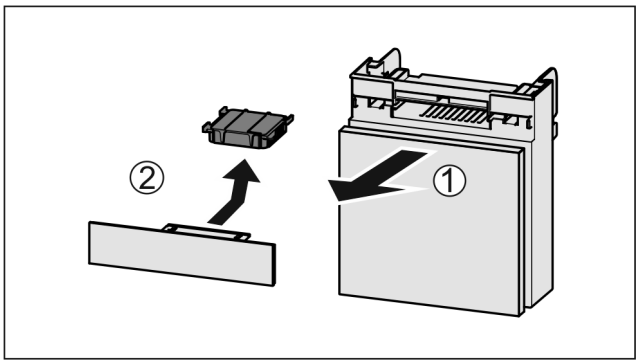

Fig. 127
- ▶ Zásuvku vytáhněte dopředu *Fig. 127 (1)*.
- ▶ Filtr s aktivním uhlím vyjměte *Fig. 127 (2)*.